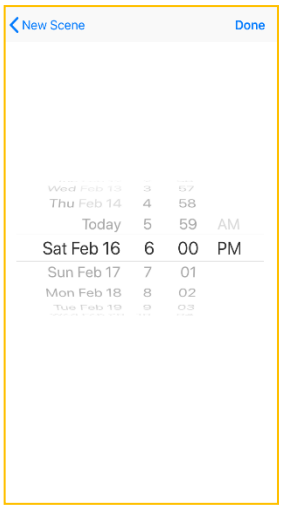

Figure 29
- **Scene Time** – click to enter hours and days for execution of the scenario *(Fig. 29)*.